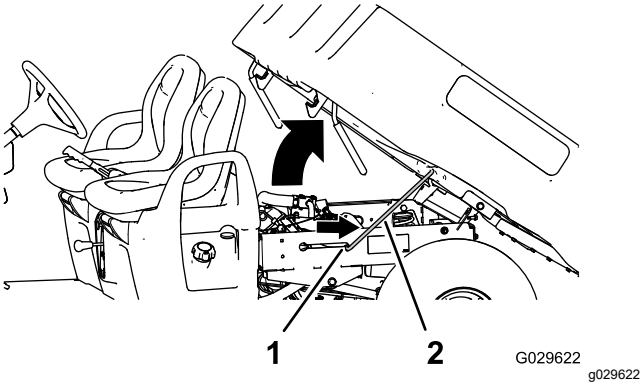

**Figur 14**
2. Træk støttepinden ind i den forsænkede åbning for derved at fastgøre ladet (Figur 14).
2. Træk støttepinden ud af den forsænkede åbning (Figur 14).
3. Sænk ladet, indtil det låses sikkert på plads (Figur 14).